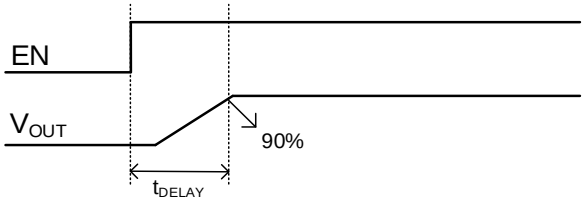

Figure 9: EN On to V_{OUT} > 90% Delay
The start and stop conditions are signaled by the master device, which signifies the beginning and end of an I²C transfer. The start (S) condition is defined as the SDA signal transitioning from high to low while the SCL is high. The stop (P) condition is defined as the SDA signal transitioning from low to high while the SCL is high (see Figure 9).